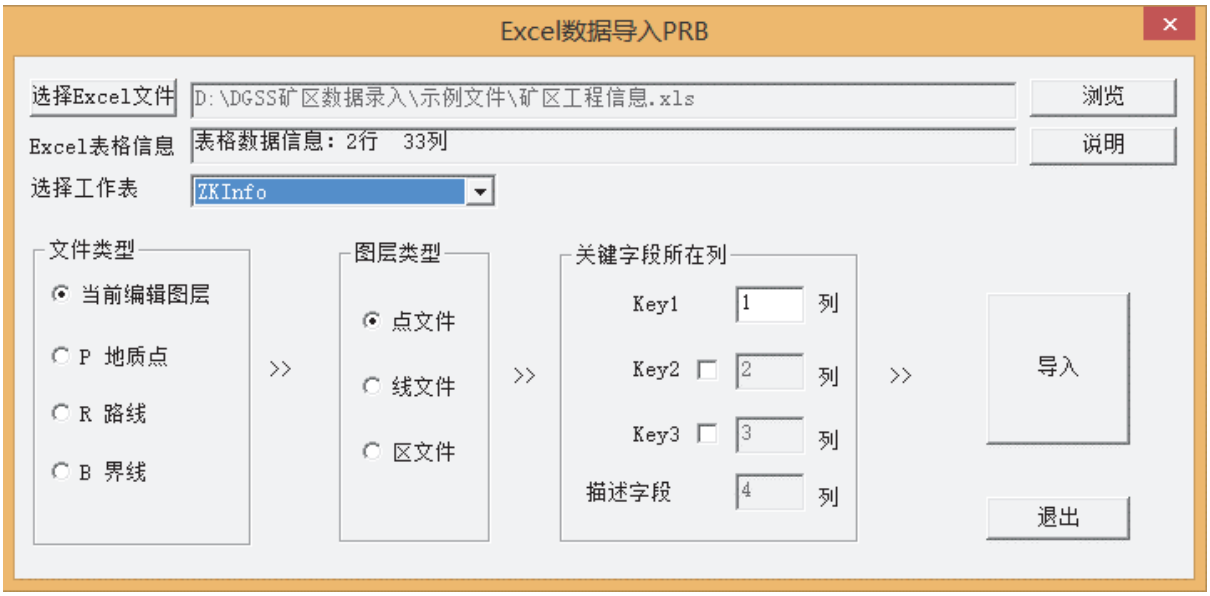

图 4-8
5. 弹出“Excel 数据导入 PRB”对话框，点击“浏览”，选择“矿区工程信息.xls”文件，工作表选择“ZKInfo”，其他项目默认，然后点击“导入”，完成钻孔工程属性的导入（见图 4-8）；